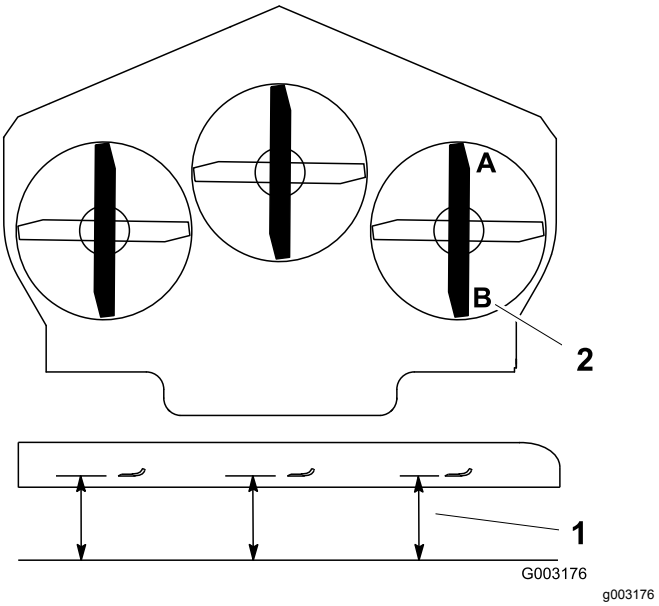

Figur 76
1. Placer højre kniv på langs (Figur 76).
2. Mål den højre kniv ved punktet **A** fra en plan overflade til knivspidsens skarpe kant (Figur 76).
4. Mål den højre kniv ved punktet **B** fra en plan overflade til knivspidsens skarpe kant (Figur 76).
6. Plæneklipperens skærekniv skal være 6 til 10 mm lavere ved punkt **A** end ved punkt **B** (Figur 76). Hvis det ikke er korrekt, skal du gøre følgende: